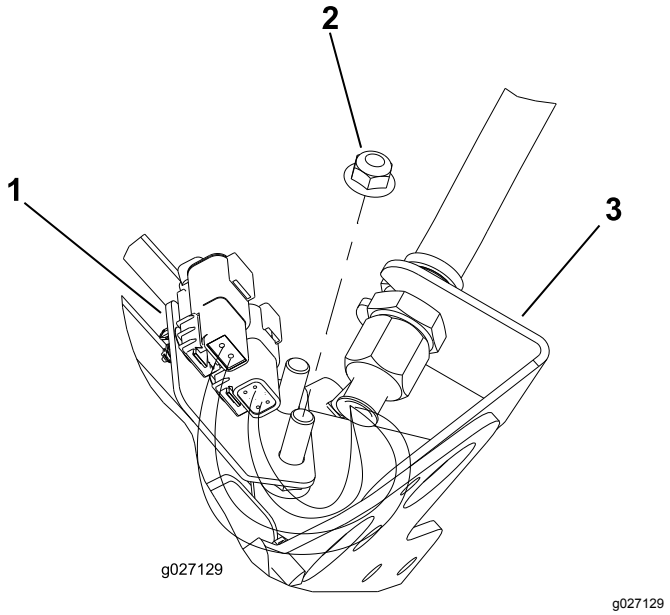
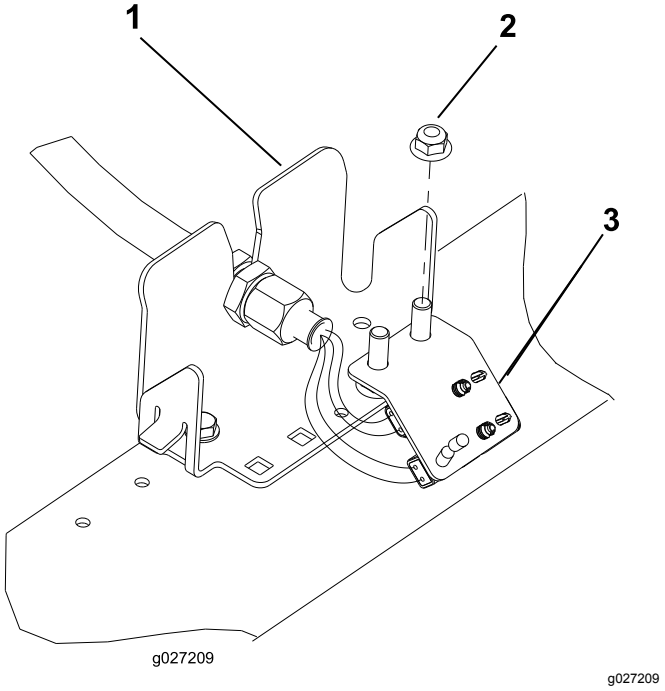

Figur 13
Figur 16
6. Gentag proceduren på de resterende 4 placeringer på skottet som vist i Figur 13 til Figur 16.